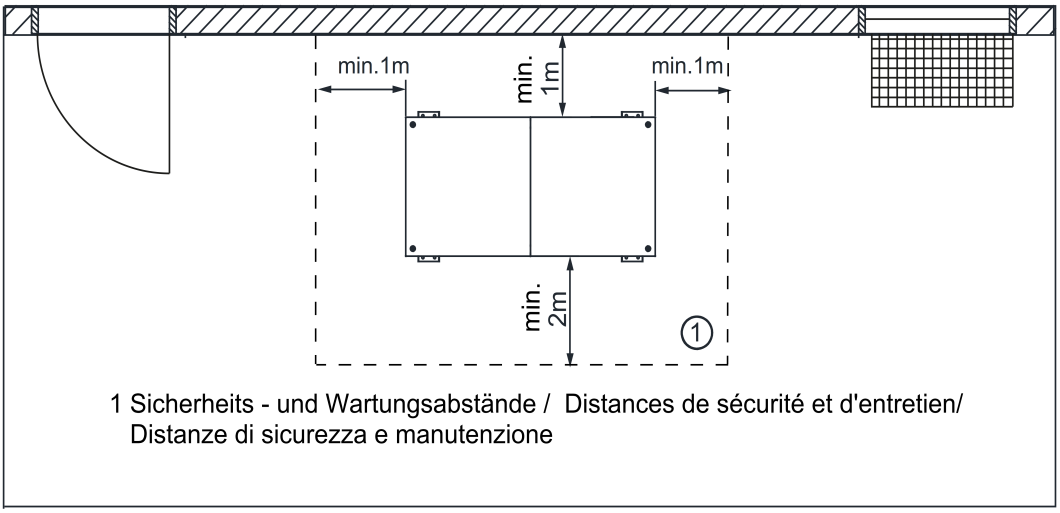
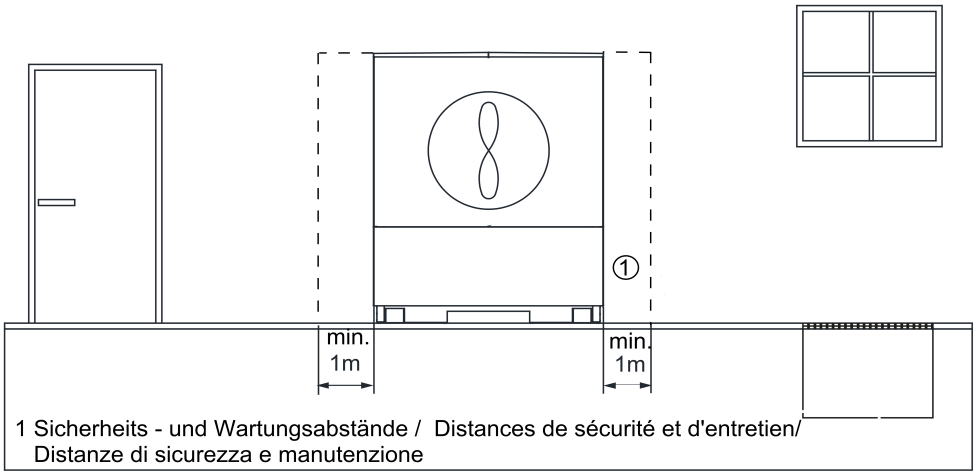

Abb. 6.1:Safety zone and maintenance area of the heat pump in the event of base installation
Fig. 6.2:Safety zone and maintenance area of the heat pump in the event of base installation
To carry out maintenance work, a maintenance area ②, see Fig. 6.1 on page 8 and Fig. 6.2 on page 9, must be kept freely accessible at the illustrated distances. When installing several heat pumps, observe the maintenance distances ② between the individual heat pumps.
A **safety zone** ① **of 1 metres** all the way around the device must be observed (Fig. 6.1 on page 8). In this area, there must be no sources of ignition, windows, doors, ventilation openings, light wells, openings to the sewer system and similar. Open drains (e.g. roof gutters when roof-mounting the heat pump) to a lower area are permitted providing that there are no openings to the sewer system 1 m around it. Building openings must be made airtight within the safety zone. The safety zone must not protrude onto neighbouring property or public traffic areas. The device must be positioned in such a way that any leaking refrigerant cannot enter adjacent buildings or pose a danger to people in any other way.